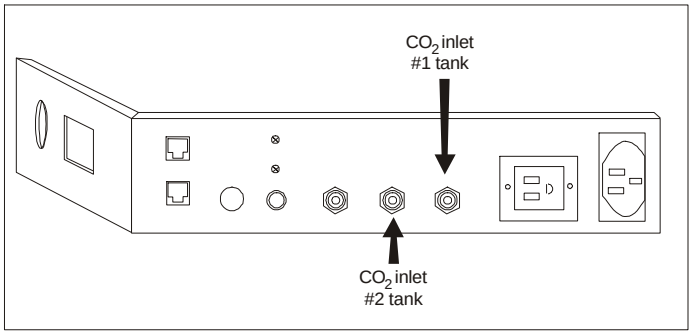

Figure 6-7, CO_2 fittings
a. Connecting the CO_2 Gas Supplies (refer to Figures 6-7 and 6-9):